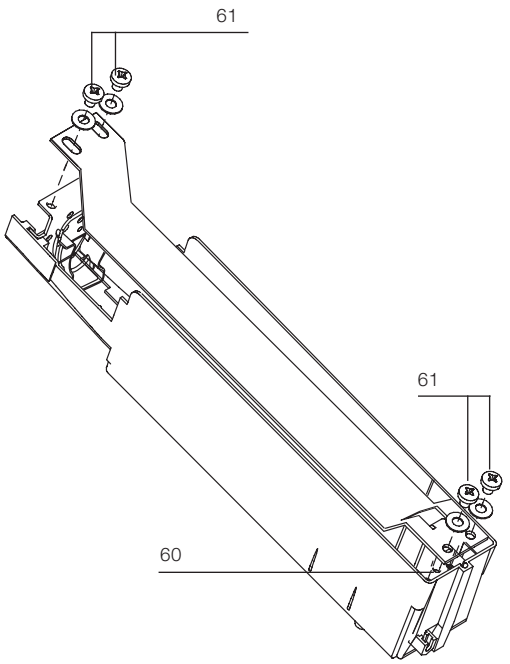

Fig. 21
a) Montaggio (fig. 21)
b) Smontaggio (fig. 21)